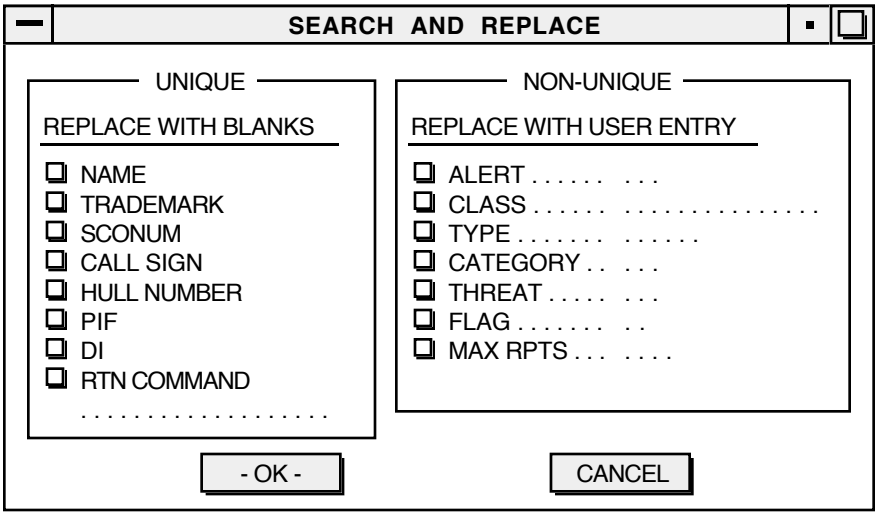

Figure11.15 -1 Search and Replace Window
3. Set the checkboxes in the SEARCH AND REPLACE window (Figure11.15 -1) to change the attributes for all selected tracks.